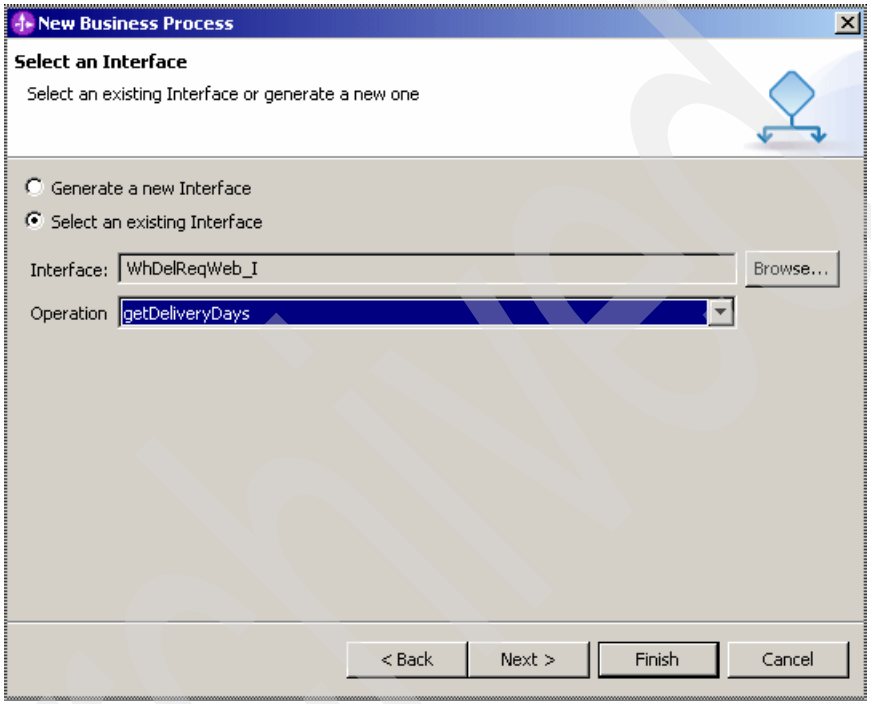

Figure A-49 Selecting the interface and operation
2. In the New Business Process window (Figure A-49), click the **Select and existing Interface** option. For Interface, select **WhDelReqWeb_I**. For Operation, select **getDeliveryDays**. Click **Next**.